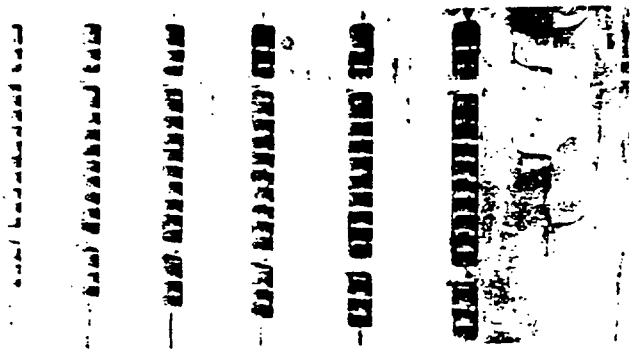

FIGURE 17 - CLEANOUT ANCHOR BOLTS
1. Secure the cleanout covers to the boiler by the 1/4" diameter by 2" long bolts shipped with the covers. The bolts should be anchored to the slots in the cleanout openings with the head inside and a washer and nut outside. See Figure 17. The covers are placed on the bolts and tightened with washers and nuts until gaskets are compressed gas tight.